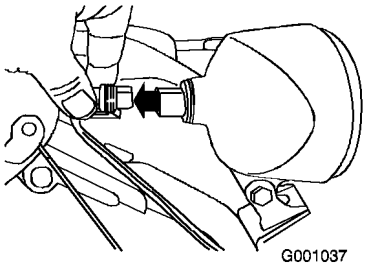

Figura 50
1. Togliete il connettore del cavo dal retro del faro (Figura 50).